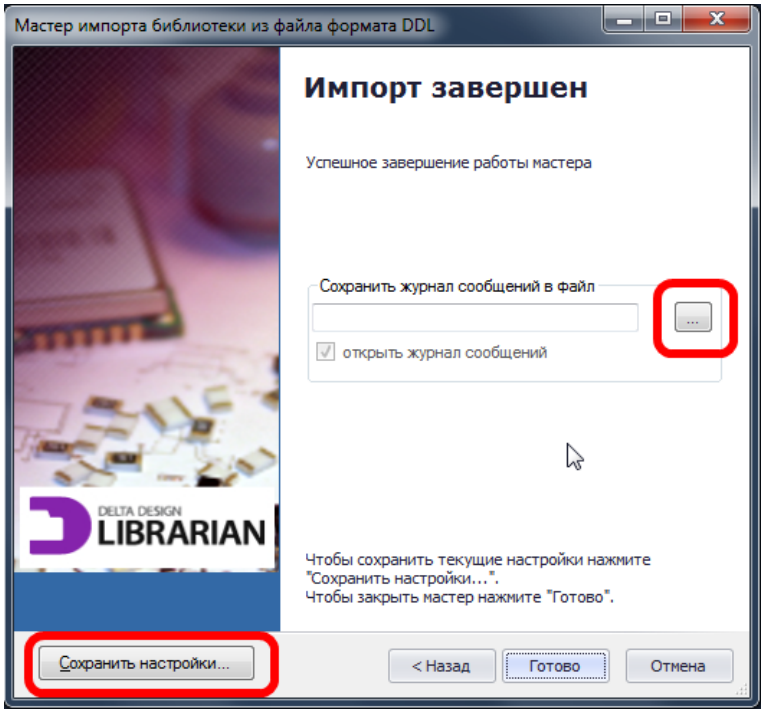

Рис. 108. Заключительное окно мастера импорта библиотек Delta Design (DDL)
9. В заключительном окне мастера, см. Рис. 108, будет предложено создать и просмотреть текстовый файл, содержащий протокол импорта библиотеки, сохранить выбранные при импорте настройки (сопоставления атрибутов и классов слоев) и завершить импорт.
Для сохранения текстового файла с протоколом импорта библиотеки нажмите кнопку ... - «Выбор» (отмеченную на Рис. 108). Если поле «Открыть файл протокола» отмечено флагом, то после завершения импорта файл с протоколом будет открыт в программе, которая используется по умолчанию для чтения текстовых файлов.